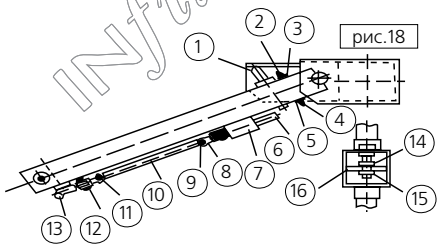

рис.18
- **Регулировка шестигранного вертикального штока (Рис. 18).**
- **Регулировка фиксирующего штифта горизонтального кронштейна (Рис. 18).**
- Поверните рукоятку (13) в положение, показанное на рисунке, придвиньте переходник (8) к закрепленной пластине (7).
- Поверните поворотный кронштейн наружу, ослабьте гайку (3) и винт (2) примерно на 20мм.
- Сдвиньте фиксирующий штифт (1) рукой так, чтобы он свободно двигался, медленно откручивайте винт (4) до достижения крайнего положения штифта (1), затяните гайку (5).
- Затяните винт (2), затем ослабьте его на один оборот, затяните гайку (3).
- Если после этих операций штифт все еще не фиксируется, ослабьте гайки (11), (9), укоротите болт (10), повернув его, затяните гайки (11), (9) и зафиксируйте штифт (1).